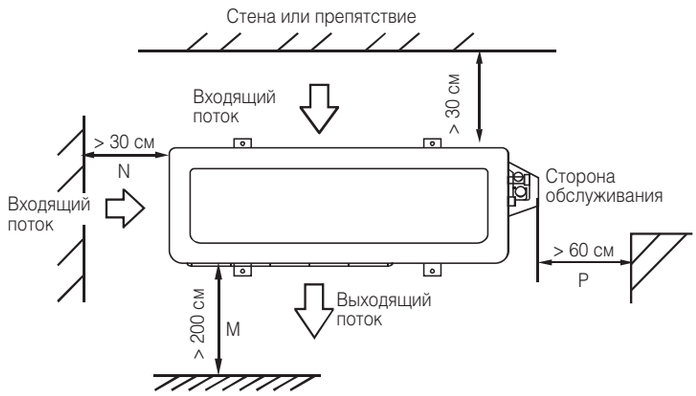

Рис. 5-2
- Минимально допустимые расстояния, указанные на монтажной схеме могут быть неприменимы в ситуации закрытого пространства. Необходимо, чтобы 2 из 3 сторон наружного блока были свободны от каких-либо преград или конструкций. (Рис. 5-2)